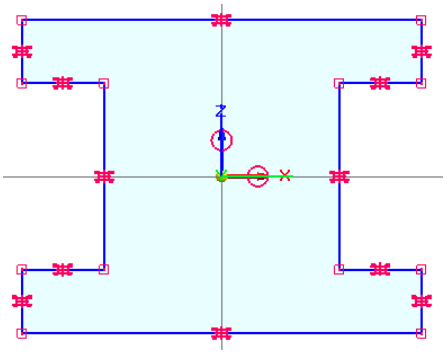

Figure 3-36 *Profile after adding relationships*
13. Press the Esc key to exit the current tool. The sketch after adding all relationships is shown in Figure 3-36. Notice that all the relationships handles are displayed on the sketch.